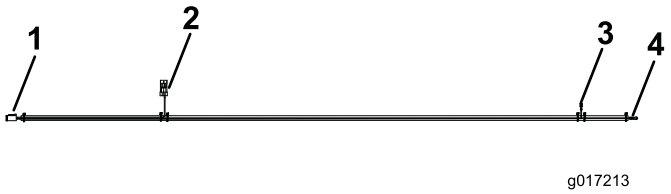

Figura 10
- Collegate il connettore del cablaggio con l'etichetta **Sedile** al connettore di cablaggio del sedile (Figura 10).
- Collegate il connettore del cablaggio con l'etichetta **Microinterruttore sedile** al cablaggio del trattore (Figura 10).
- Collegate il connettore del cablaggio con l'etichetta **Alimentazione sedile** (terminale a forcella) al terminale aperto sul portafusibili del gruppo motore (Figura 10). Installate il fusibile da 10 A nello slot corrispondente sul portafusibili.
- Fissate il connettore del cablaggio con l'etichetta **Morsettiera di messa a terra** (terminale ad anello) al portafusibili del gruppo motore ausiliario (Figura 10).